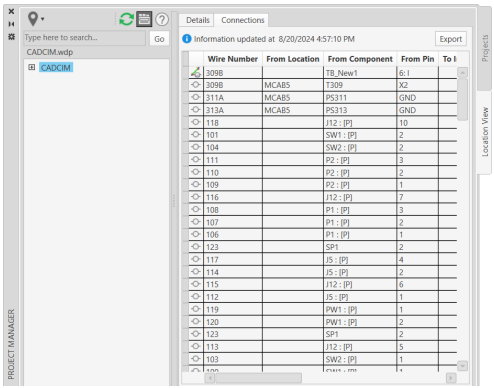

Figure 2-76** Expanded **PROJECT MANAGER
1. Make sure the **CADCIM** project is activated. Choose the **Location View** tab from the **PROJECT MANAGER**. Next, choose the **CADCIM** node from the **PROJECT MANAGER**. Next, choose the **Display Details and Connections** button; the **PROJECT MANAGER** is expanded with the **Details** tab activated, as shown in Figure 2-76.